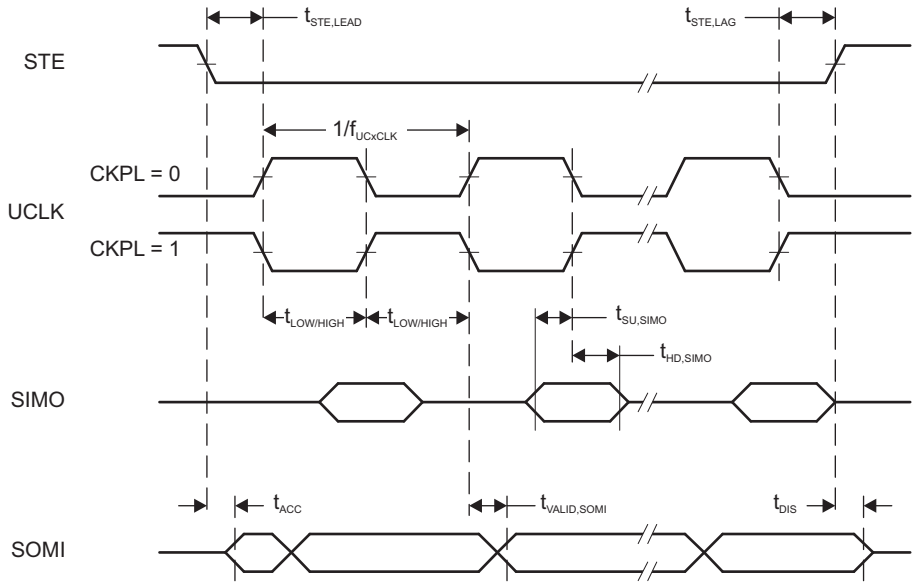
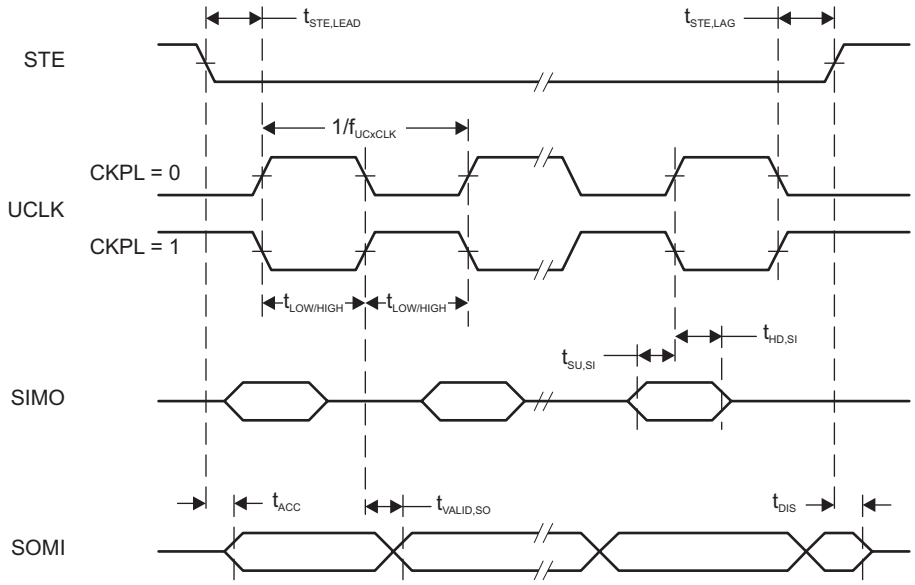

Figure 5-11. SPI Slave Mode, CKPH = 0
Figure 5-12. SPI Slave Mode, CKPH = 1
(2) Specifies the time to drive the next valid data to the SOMI output after the output changing UCLK clock edge. See the timing diagrams in Figure 5-11 and Figure 5-12.
(3) Specifies how long data on the SOMI output is valid after the output changing UCLK clock edge. See the timing diagrams in Figure 5-11 and Figure 5-12.